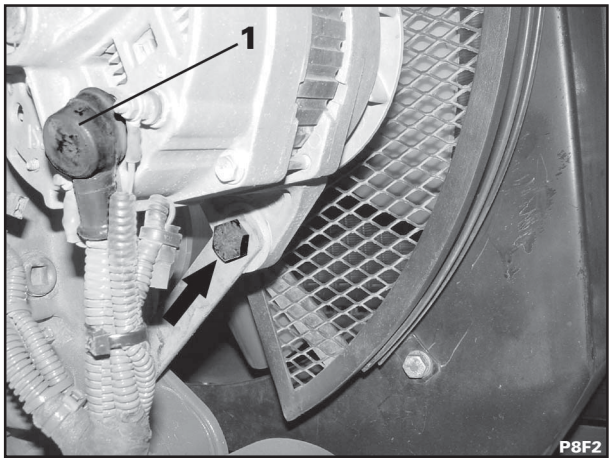
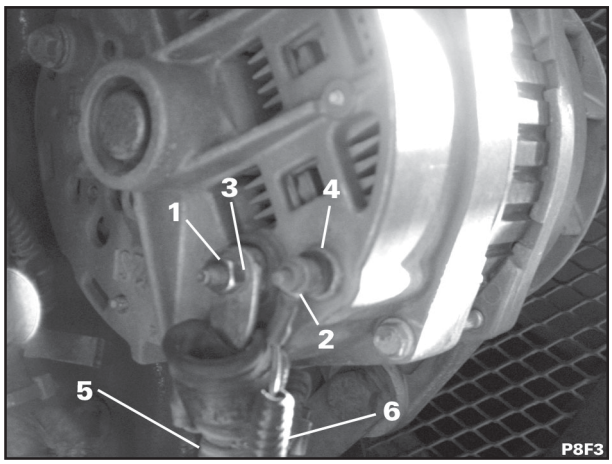

Fig. 7
Fig. 6
3. Conecte os fios (5 e 6 – fig. 6) do alternador. Instale as arruelas (3 e 4 – fig. 6) e aperte as porcas (1 e 2 – fig. 6). Cubra a porca com a coifa (1 – fig. 7).